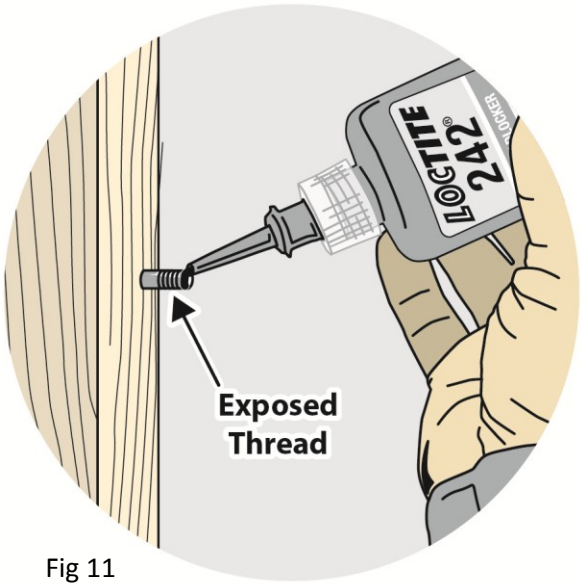
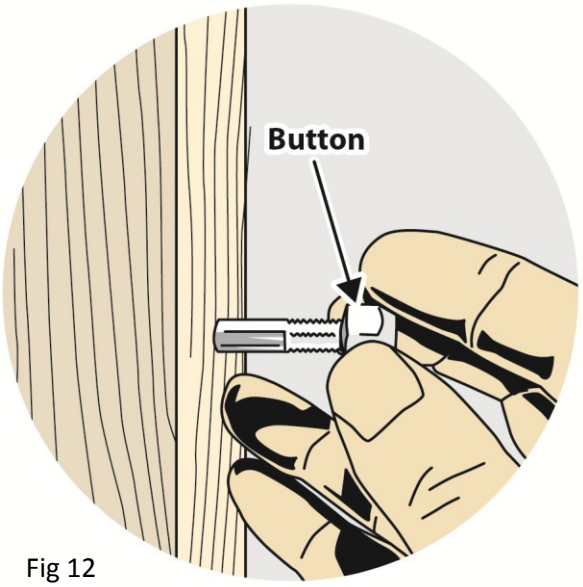

Fig 11
Fig 12
a) Insert FineLine® Button Shaft/Swage Button End Shaft through the 3/8" drilled hole on Post 1. Apply Loctite™ to the threads (Fig. 11) and screw on the button which will rest on the outside face of the post (Fig. 12).